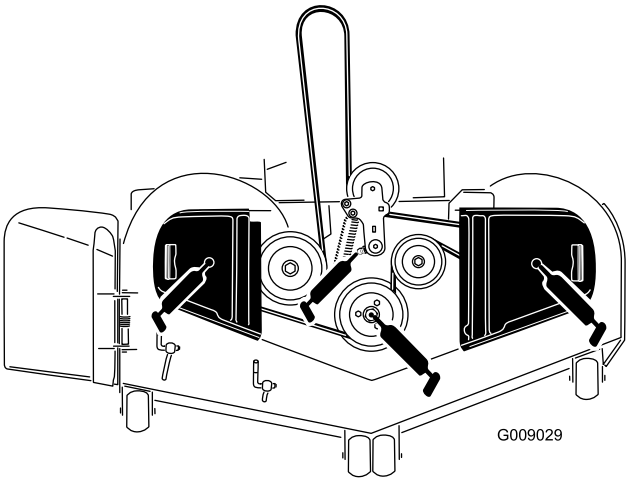

Figura 43
3. Engrase el pivote de la polea tensora de la carcasa del cortacésped hasta que salga grasa por el extremo inferior (Figura 43).
4. Engrase los puntos de engrase de los cojinetes de los 3 ejes hasta que rezume grasa (Figura 43).
5. Engrase el brazo tensor de la correa de transmisión (Figura 43).